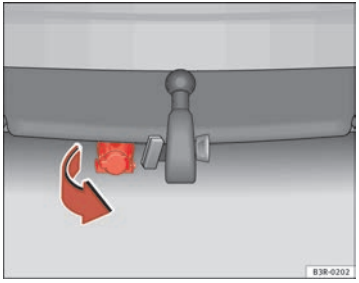

Fig. 160 Rear bumper: Pulling down the connecting socket
– To plug in the electrical connection for the trailer, pull down the socket below the bumper ⇒ page 200, fig. 160.